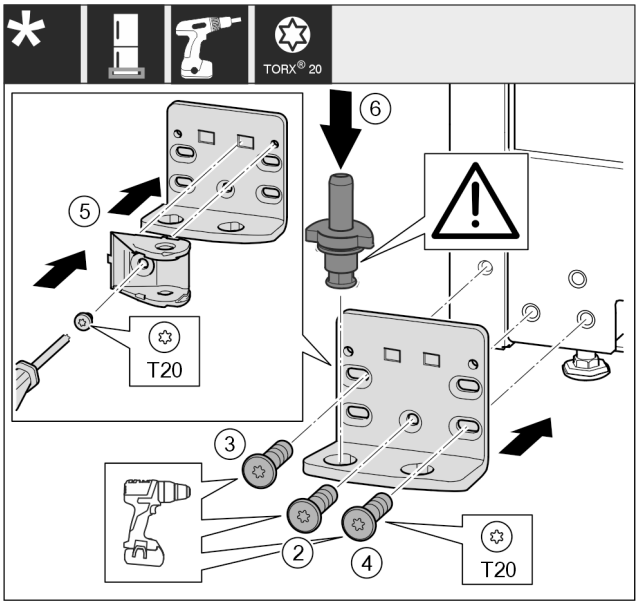

*Fig. 49 **
- ▶ Place the swap bearing block on the other side and use a screwdriver to screw it on. Start with the screw *Fig. 49 (2)* at the bottom in the middle.*
- ▶ Tighten screw *Fig. 49 (3)* and screw *Fig. 49 (4)*.*
- ▶ Turn the closing damper connection *Fig. 49 (5)* by 180°. Use screwdriver to screw it onto the other side of the swap bearing block.*
- ▶ Insert the bearing bolt *Fig. 49 (6)* completely. Ensure that the latching cam is pointing towards the rear.*